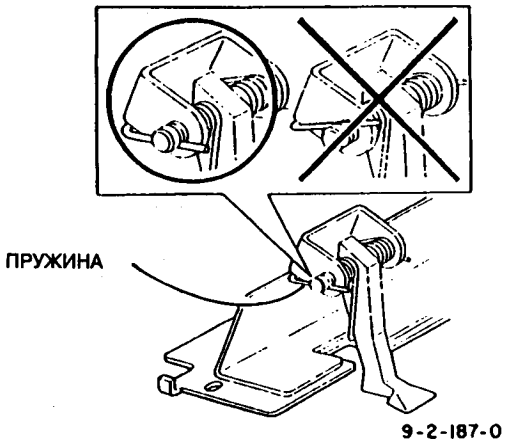

Рис.3 Установка пружины
(1) Установить пружину в канавку оси, как показано на рис.3.